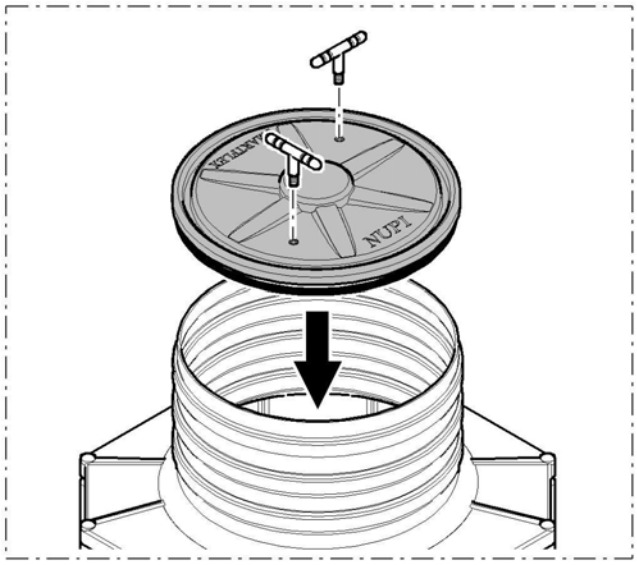

Fig. 6
- Antes de posicionar la tapa en la parte superior de la arqueta, asegúrense de que la guarnición esté en posición correcta en el hueco del borde de la tapa para asegurar la estanqueidad. (Fig. 6) Enroscar las empuñaduras de la adecuadas para completar la instalación.